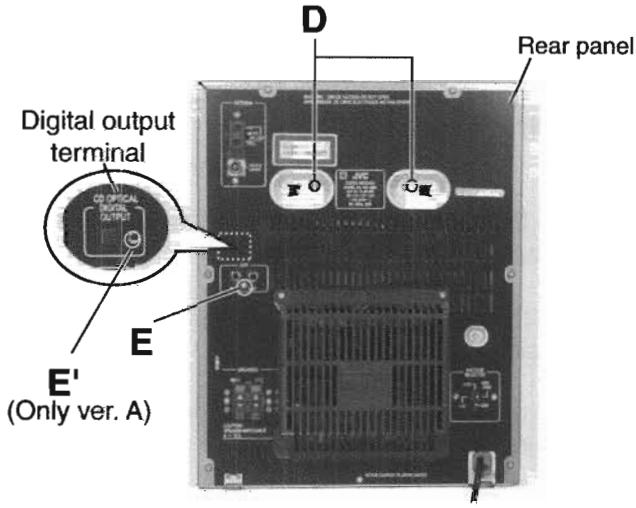

Fig.4
■Removing the CD changer mechanism assembly (See Fig.4 to 6)